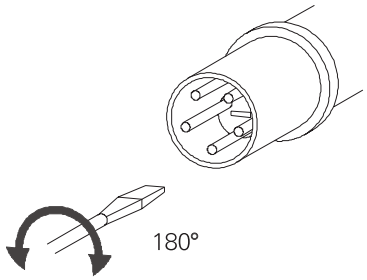

Figure 13: Pole reverser on input plug
- Press the pole reverser on the input plug inwards with a screwdriver and turn 180°; the pole reverser must click out again after it has been turned (Figure 13).